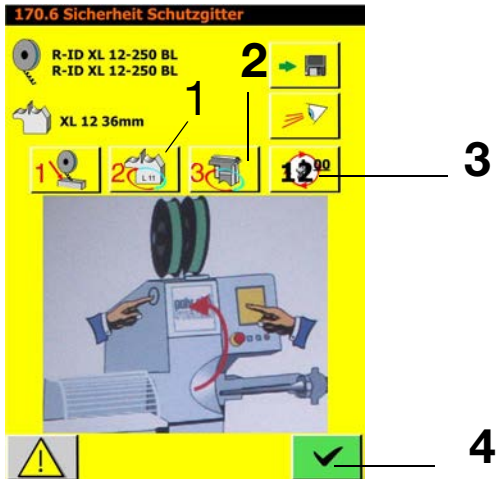

Fig. 5-13
- With the safety circuit closed, press the Punch change position button (2, Fig. 5-13).
- With the safety circuit closed, press the 12 o'clock button (3, Fig. 5-13).
- Exit the screen using button 4 (Fig. 5-13).